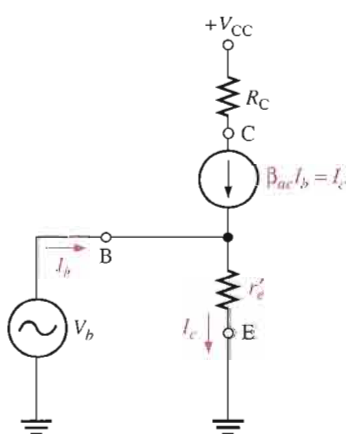

FIGURE 6–12
Determine the signal voltage at the base of the transistor in Figure 6–13. This circuit is the ac equivalent of the amplifier in Figure 6–8 with a 10 mV rms, 300 Ω signal source. I_E was previously found to be 3.80 mA.
▶ FIGURE 6–13